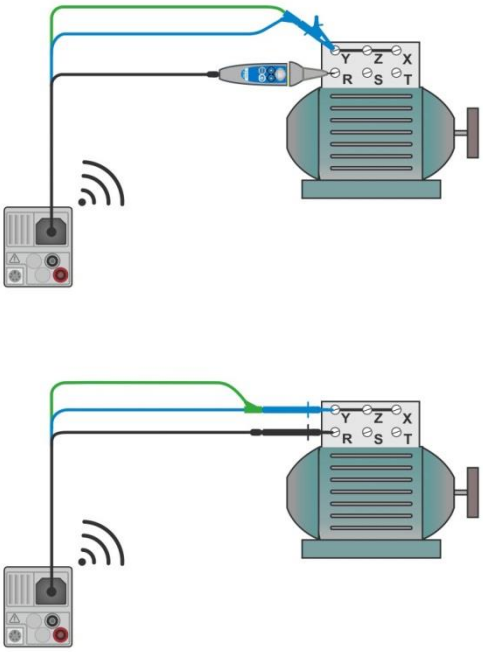

Figure 7.23: Tip commander and 3-wire test lead applications
- Connect test leads to device under test, see ***Figure 7.23.***